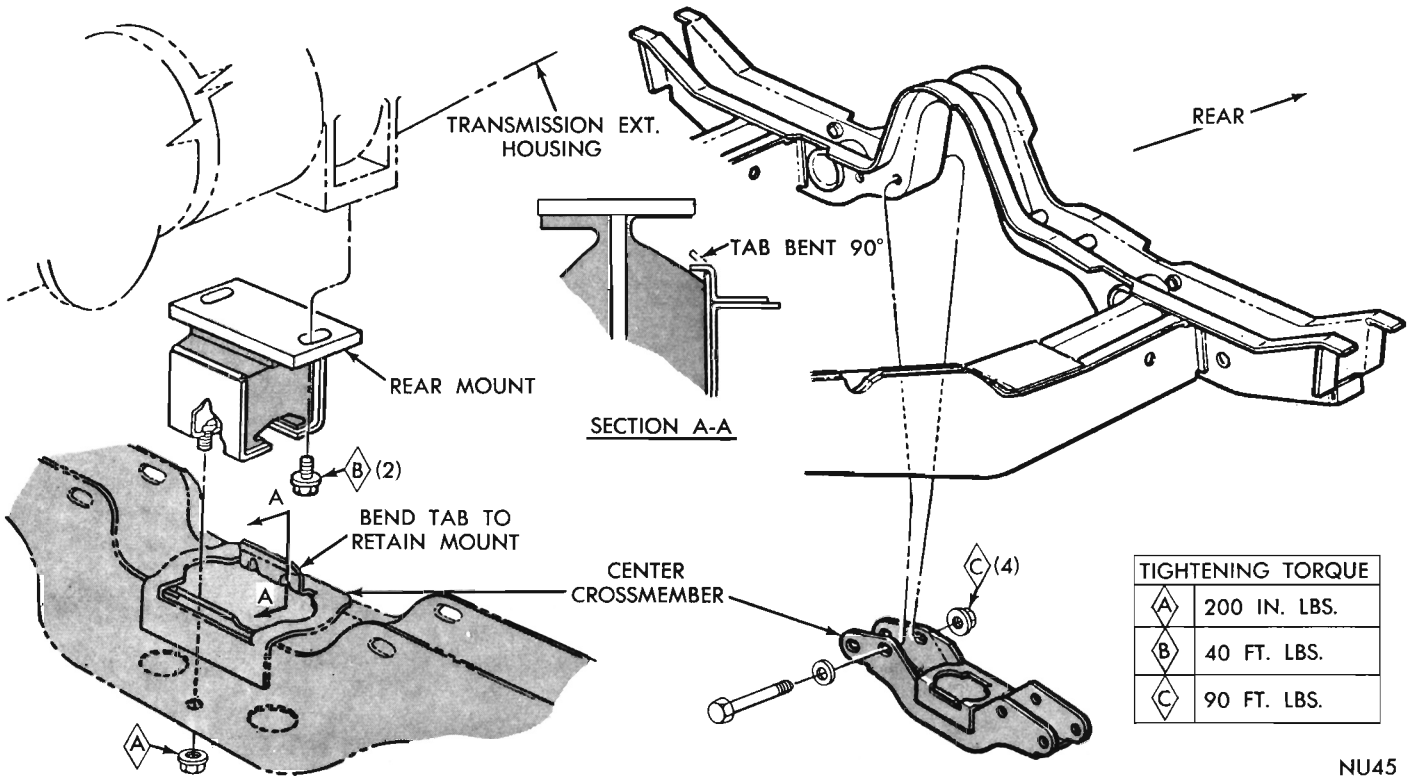

Fig. 12—Center Crossmember and Rear Engine Mount (Valiant Barracuda)
(3) Remove the speedometer pinion and adapter.
(4) Remove bolts securing extension housing to crossmember. Raise transmission slightly with service jack and remove center crossmember (Fig. 12, 13 or 14).
(5) Remove extension housing to transmission bolts and slide extension housing off the mainshaft.
(3) Disconnect speedometer cable, back-up light switch leads, gearshift and interlock control rods.
(4) Install engine support fixture C-3487, mounting hooks firmly into holes in the side frame members with support ends up against underside of oil pan flange. Use Adapter Leg C-3806 on 6-cyl. engines.
(5) Raise engine slightly with support fixture. Disconnect transmission extension housing from removable center crossmember. (Fig. 12, 13 or 14).
(6) Support transmission with a suitable jack and remove center crossmember. Remove bolts that attach transmission to clutch housing.
(7) Slide transmission rearward until pinion shaft